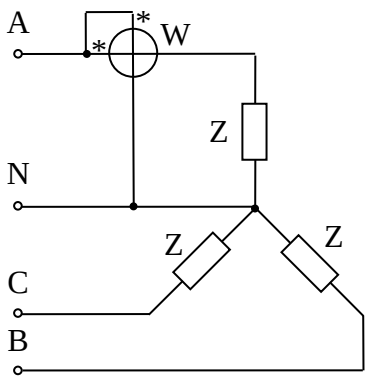

Рис. 4.
15. Фазные токи и напряжения в четырехпроводной трехфазной цепи (рис. 4) с симметричной активной нагрузкой равны 5 А и 220 В. Определить показание ваттметра и активную мощность потребителя.